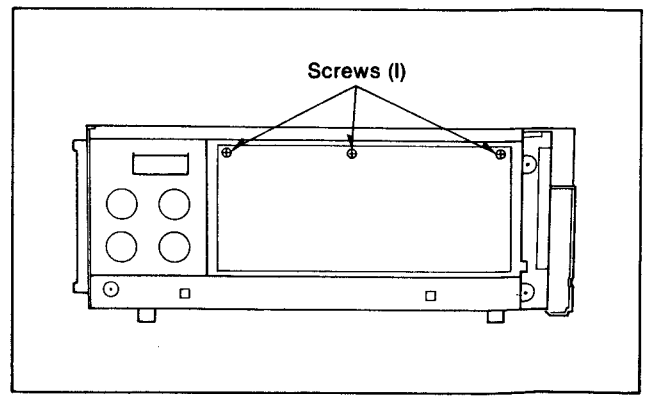
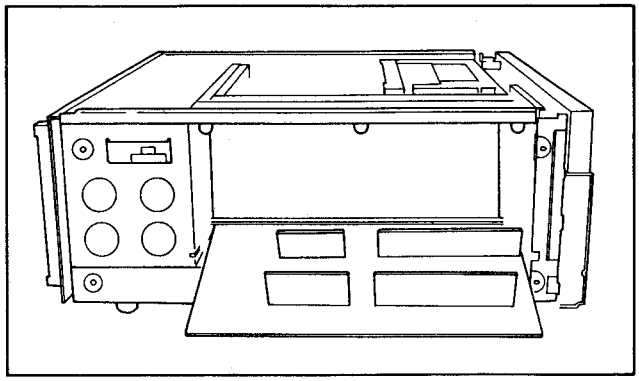

Figure D12
Figure D13
1. Unscrew the 3 screws(I) on the Normal Audio C.B.A. (Figure D12) and open up the Normal Audio C.B.A. as shown in Figure D13.